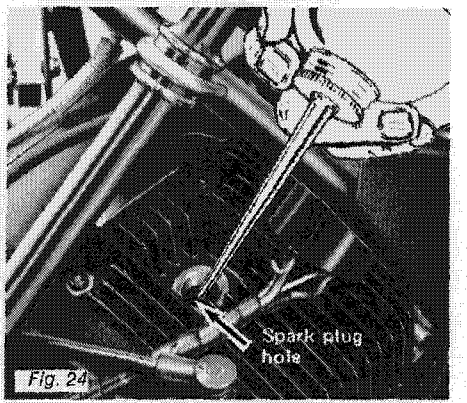

Fig. 24
4. Pour about **one** spoonful of Ski-Doo* oil into spark plug hole. (See Fig. 24).